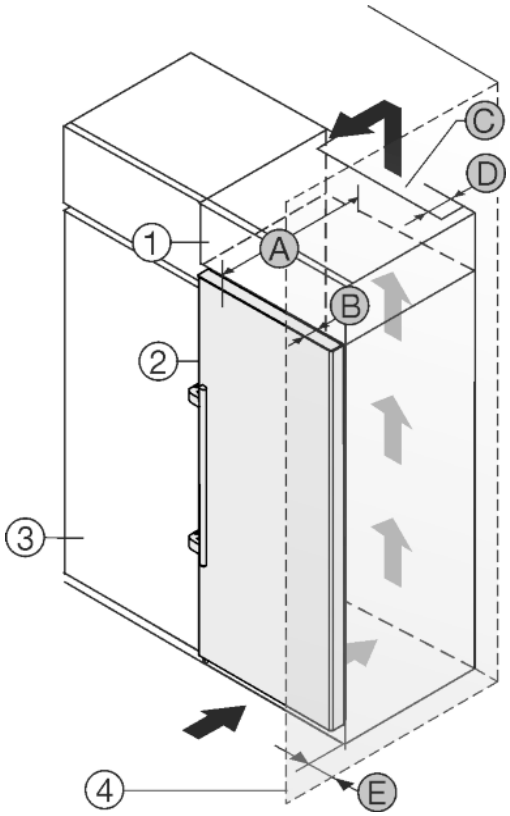

Fig. 22
The appliance can be built into kitchen units. A top cupboard *Fig. 22 (2)* can be added above the appliance in order to bring the appliance *Fig. 22 (1)* up to the height of the fitted kitchen units.
The appliance can be installed right next to the kitchen cabinet *Fig. 22 (3)*. The appliance must stick out by the depth *Fig. 22 (B)* from the front of the cabinet so that the doors can be opened fully. The appliance may protrude further depending on the depth of the kitchen cabinets and whether wall spacers are used.
- There must be a ventilation shaft with the depth *Fig. 22 (D)* at the back of the top cupboard over the entire width of the cupboard.
- The ventilation shaft *Fig. 22 (C)* must be observed under the ceiling.
If the appliance is installed with the hinges next to a wall *Fig. 22 (4)* the distance *Fig. 22 (E)* between the appliance and the wall must be observed. This is how far the handle protrudes when the door is open.